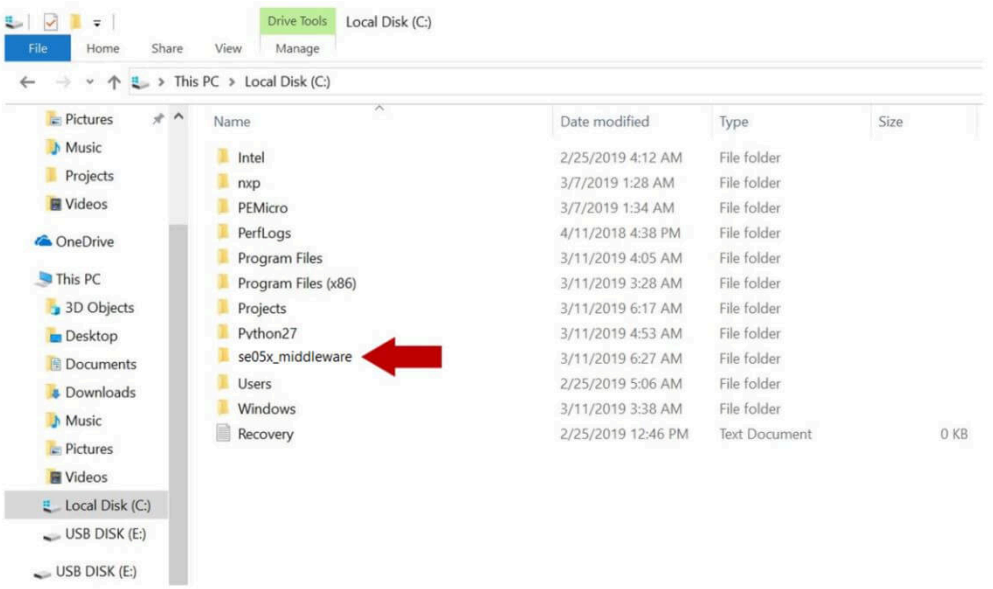

Figure 29. Create se05x_middleware folder
2. Create a folder called ***se05x_middleware*** in *C:* directory as shown in Figure 29: